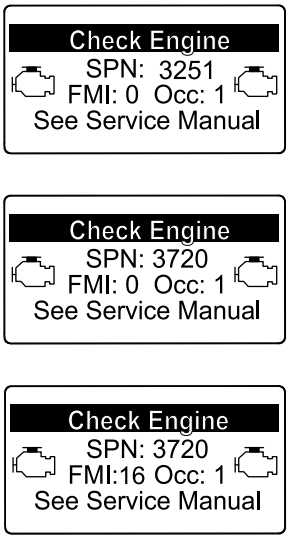

**Figur 57**
- Hvis motorfejl CHECK ENGINE SPN 3251 FMI 0 (tjek motor-spn 3251, fmi 0) eller CHECK ENGINE SPN 3720 FMI 0 (tjek motor-spn 3720, fmi 0) eller CHECK ENGINE SPN 3720 FMI 16 (tjek motor-spn 3720, fmi 16) vises i infocenteret (Figur 57), skal sodfilteret rengøres ved hjælp af følgende trin: